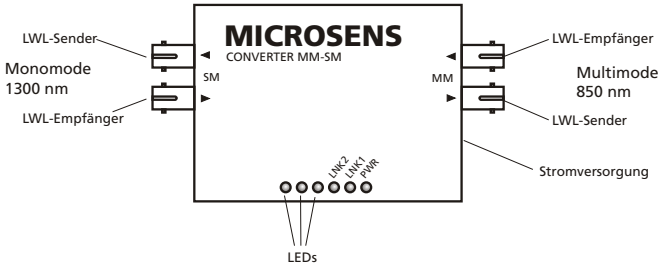

Abb. 1: Anschlüsse des Konverters
• Die Abbildung 1 zeigt die Anschlüsse Konverters.